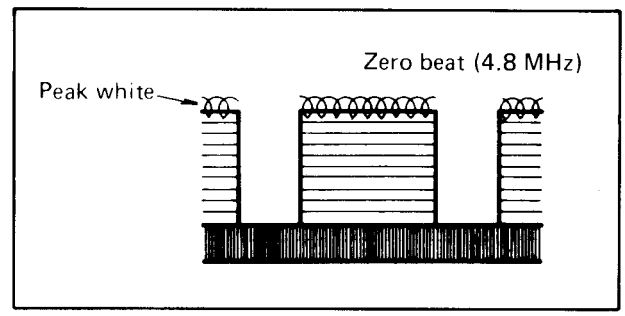

Fig. 5-19 Carrier and deviation adjustment – B
6. Set the frequency of high-frequency sine-wave generator to 4.8 MHz, and adjust R36 (DEVIATION), so that the waveform observed on the oscilloscope shows a zero beat at the top of the video signal as shown in Fig. 5-19.